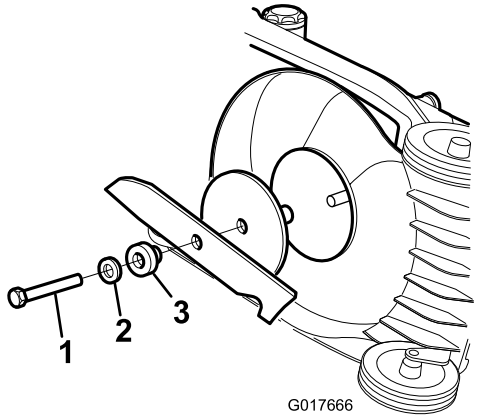

**Figure 22**
1. Grasp the end of the blade (Figure 22) with a rag or thickly padded glove.
Install a sharp, balanced blade and the blade bolt. The sail part of the blade must point toward the top of the mower housing to ensure correct installation. Tighten the blade bolt to 54 N-m (Figure 22).